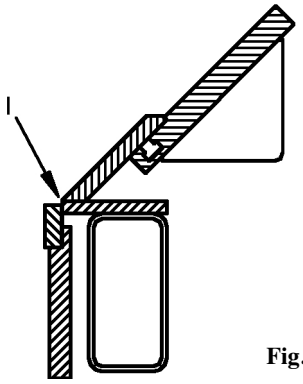

Fig. 2.2 Bukkespalte (l)
Før låsen for den øvre bjelken aktiveres er det nødvendig å justere håndtaket (6), slik at det er mulig å presse tilbake pedalen til utgangspunktet. Til slutt justeres håndtaket (8) for bukkebjelken (2), slik at bukkespalten (se fig 2.2) tilsvarer platedimensjonen.